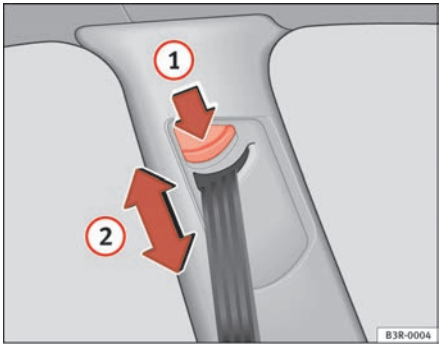

Fig. 16 Belt height adjustment - top guide fitting
– Press button ⇒ fig. 16 (1) to adjust the belt height. ▶
– Take hold of the top guide fitting and slide it up or down so that the shoulder part of the seat belt is positioned roughly midway over the shoulder, although **it must never rest against the neck** ⇒ page 25, fig. 16 (2) ⇒ ⚠ in “Seat belt position” on page 23.